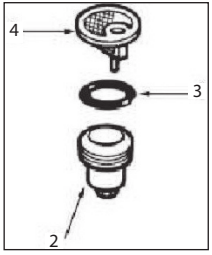

Рис. 8
- Снимите крышку накопительного топливного фильтра и очистите его от воды и грязи *(Рис. 8)*.